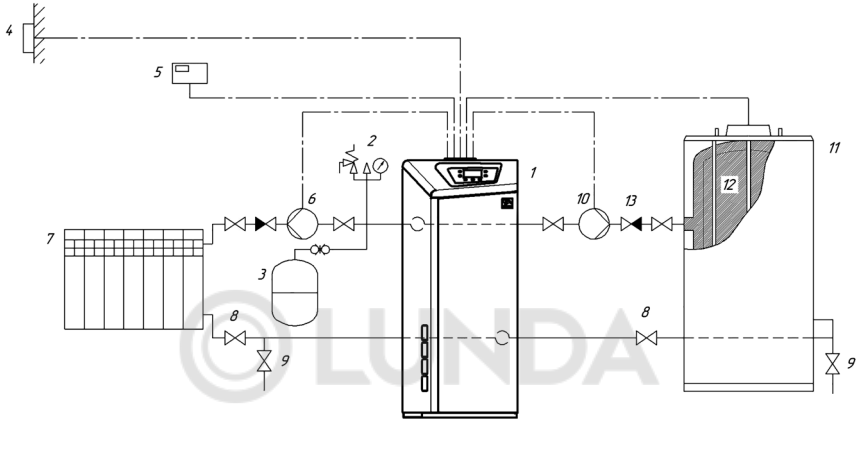

Рис. 4. Примерная гидравлическая схема подключения котла к системе отопления и бойлеру косвенного нагрева с двумя насосами*
6.9. Устройство дымохода, к которому подключается котел, должно соответствовать СП42-101-2003 «Общие положения по проектированию и строительству газораспределительных систем» (см. рис. 4).